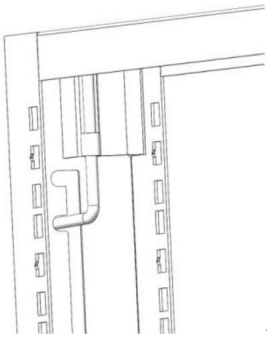

Abbildung 3
3. Ziehen Sie die 4 Türriegel des Türsets (3) wie folgt in die Entriegelungsposition, um das Türset am Gestell zu montieren. Siehe Abbildung 3.